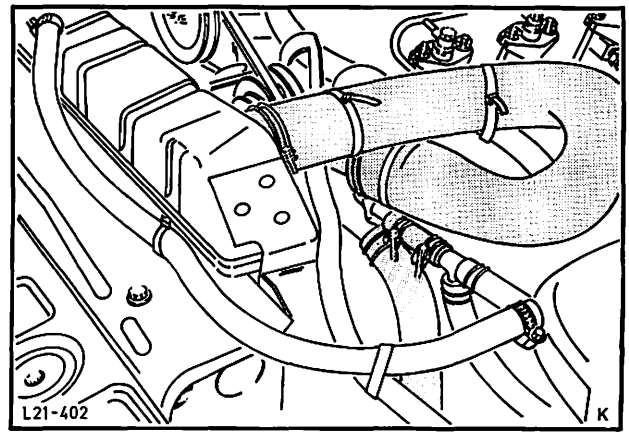

Abb. 105 Kühlerschläuche an der Wasserpumpe
3. Kühlmittel in Auffangwanne ablassen, dabei unteren Kühlerschlauch vom Kühler lösen und abziehen. Oberen und unteren Kühlerschlauch von Wasserpumpe abbauen, Abb. 105.